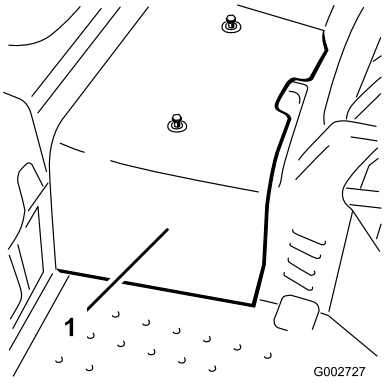

**Figuur 41**
2. Draai de 2 schroeven los waarmee het middelste scherm is bevestigd aan de machine en verwijder het scherm (Figuur 41).